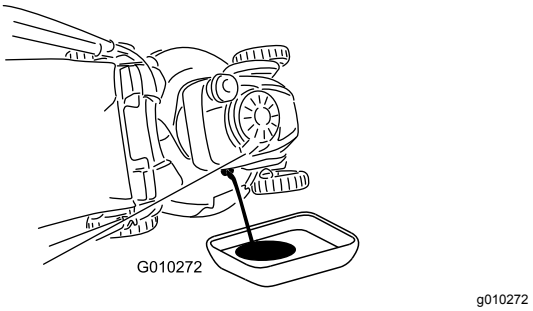

Figure 23
3. Tournez le bouchon dans le sens antihoraire et sortez la jauge (Figure 23).
4. Basculez la machine sur le côté (filtre à air en haut) pour vidanger l'huile usagée par le tube de remplissage (Figure 23).